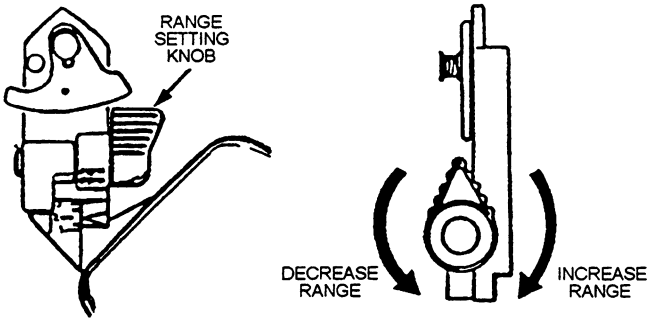

Figure 14-33.—Adjust range setting.
• Adjust the rear sight (fig. 14-33). When uncovered, the rear sight is preset on 200 meters, which is the battle-sight setting. During target engagement for targets more than 200 meters, a sight adjustment is necessary; for targets less than 200 meters, no adjustment is necessary. The sight is adjustable below 200 meters; however, because of the flight dynamics of the projectile, adjusting the range setting does not increase the hit probability for targets less than 200 meters.